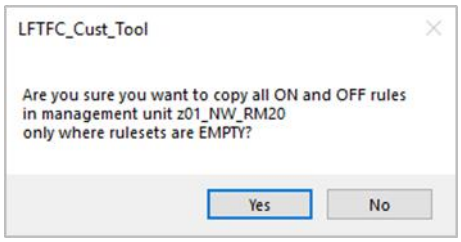

***Figure 6-13.** Verify that you want to copy all rules.*
- Verify that you want to copy all On and Off rules by clicking Yes (Figure 6-13).